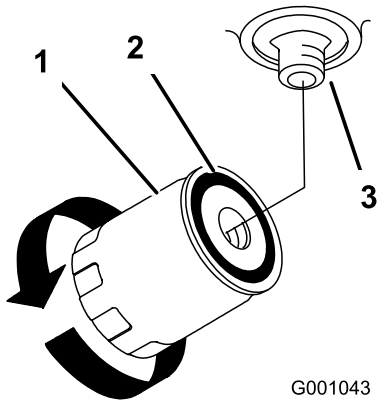

Figur 72
7. Stryk på ett tunt lager ny hydraulolja på utbytesfiltrets gummipackning (Figur 72).
tills gummipackningen kommer i kontakt med filteradaptern. Dra sedan åt filtret ytterligare 1/2 varv (Figur 72).